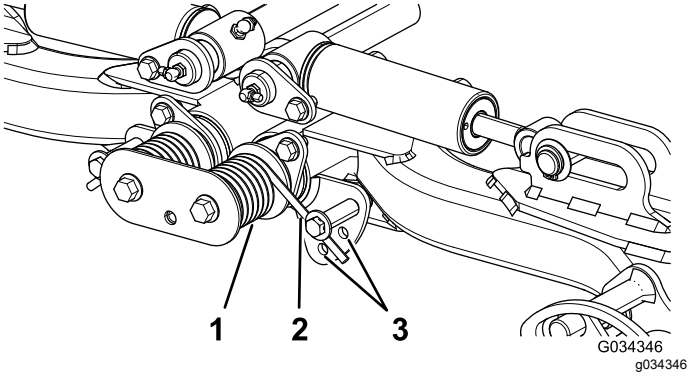

**Figuur 38**
2. Steek een buis of gelijksoortig voorwerp op het uiteinde van de lange veer om de spanning op de veer tijdens de afstelling weg te nemen (Figuur 38).
3. Als de veer is ontspannen, verwijdert u de bout en de borgmoer waarmee de actuator van de veer is bevestigd aan de beugel (Figuur 38).